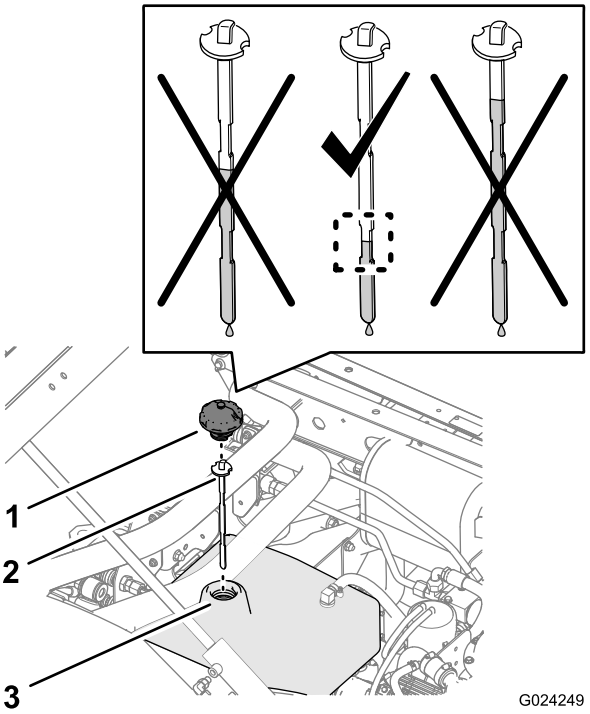
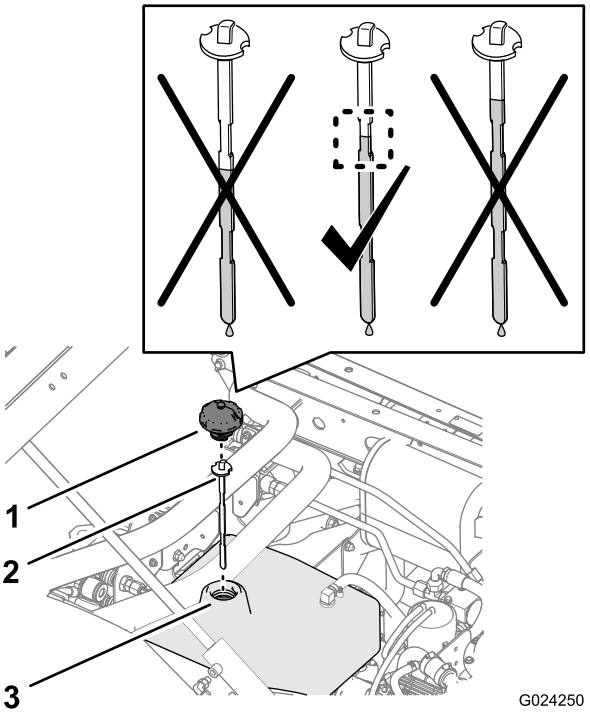

Figur 23
Figur 24
1. Rengør området omkring påfyldningsstudsen og hydraulikbeholderens dæksel (Figur 23 og Figur 24).
2. Fjern dækslet og målepinden fra beholderens påfyldningsstuds, og tør målepinden af med en klud (Figur 23 og Figur 24).
3. Sæt målepinden i påfyldningsstudsen. Fjern den derefter, og kontrollér væskestanden (Figur 23 og Figur 24).
4. Hvis niveauet er lavt, skal den specifikke hydraulikvæske fyldes i beholderen for at hæve niveauet til midterpunktet på fordybningsområdet på målepinden (Figur 23 og Figur 24).
5. Monter målepinden og dækslet til beholderens påfyldningsstuds (Figur 23 og Figur 24).